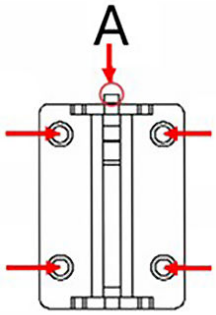

Figure 2
a. Hold the wall bracket at the marked, leveled location and mark the wall through the mounting holes indicated by the arrows in Figure 2.
d. Tighten the screw at position A (Figure 2) fully once the left-right angle is confirmed.
- **Left-right (pan) angle**: loosen the screw at position A (Figure 2), pivot the bracket to the desired angle, then retighten firmly.